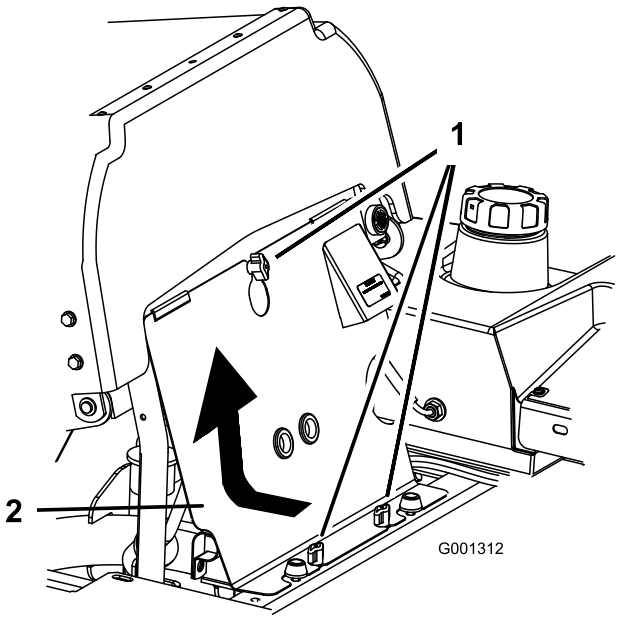

Figur 67
3. Løsne fremre motorpanelknotter og fjern panelet (Figur 67).